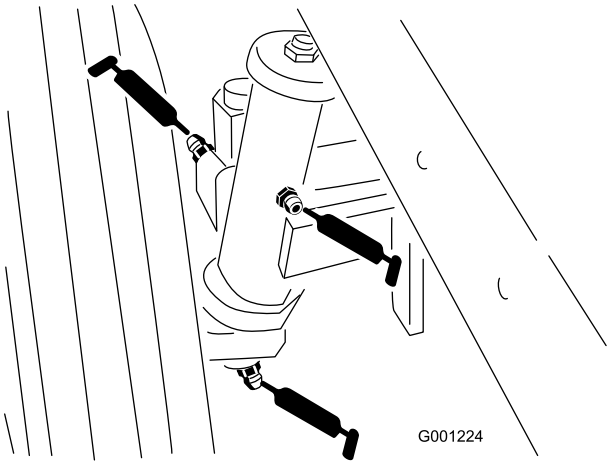

Figur 41
- Bakhjulets spindelhylser (Figur 41)